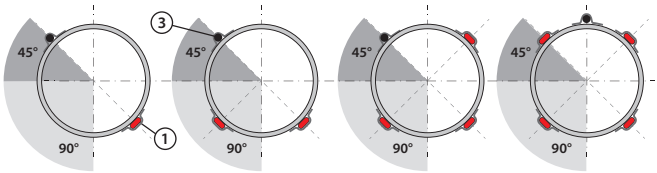

Fig. 2
4. Straight lines and sensor must be fitted as shown at Fig.2. Twisted lines are attached as shown for every approx.1 m pipe with aluminum tape.